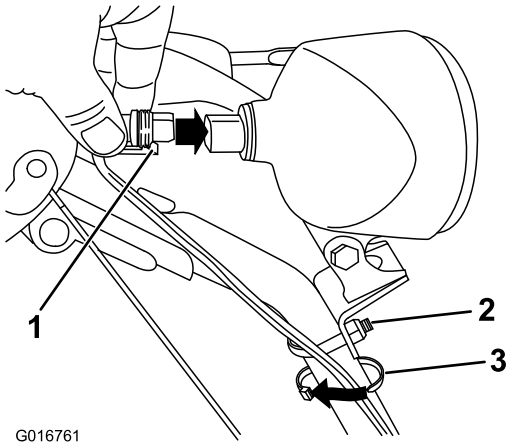

**Figur 18**
1. Skjut in kabelkontakten på kabelns lösa ände rakt in i strålkastaren på baksidan tills kabeln sitter fast ordentligt (Figur 18).
**Obs:** Se till så att kabelkontaktens plastklämma är längst ned (Figur 18).
2. Fäst ett kabelband (från påsen med lösa delar) runt kabeln och handtaget cirka 2,5 cm under U-bulten (Figur 18).